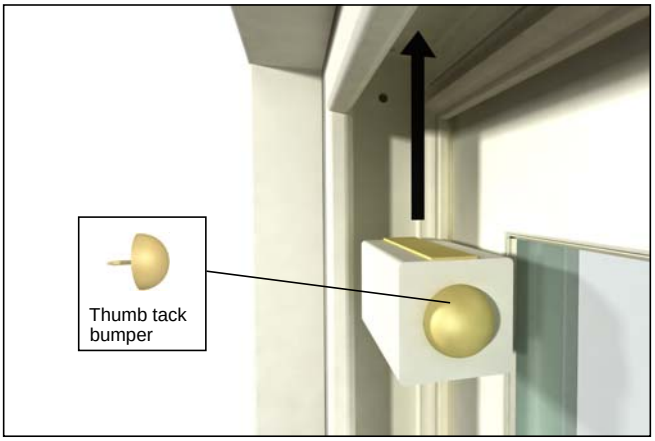

Figure 11
1. Push the thumb tack bumper into the end of the bumper block as shown in figure 11. Remove the paper backing from the adhesive tape on bumper block and adhere to head jamb as shown. Block should fit tightly against the stationary jamb.